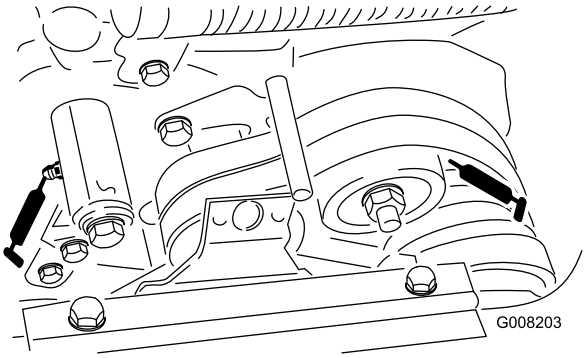

Bild 17
- 2 an den Riemenspanngelenken (Bild 17).